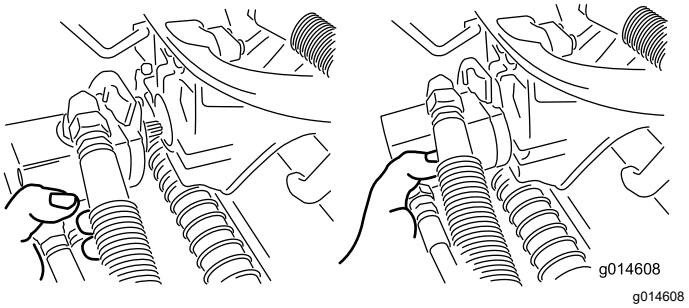

**Figuur 52**
3. Zet de motor in de opbergruimte op de voorkant van de ophangarm (Figuur 52).